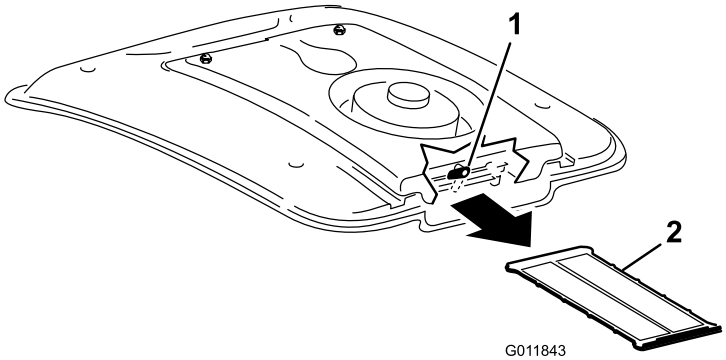

Figur 88
2. Vrid spärren längst bak på fläktmonteringen åt sidan (Figur 88).
3. För ut luftkonditioneringsfiltret från under luftkonditioneringsspolen (Figur 88).
4. Rengör filtret noga med tryckluft (Figur 88).